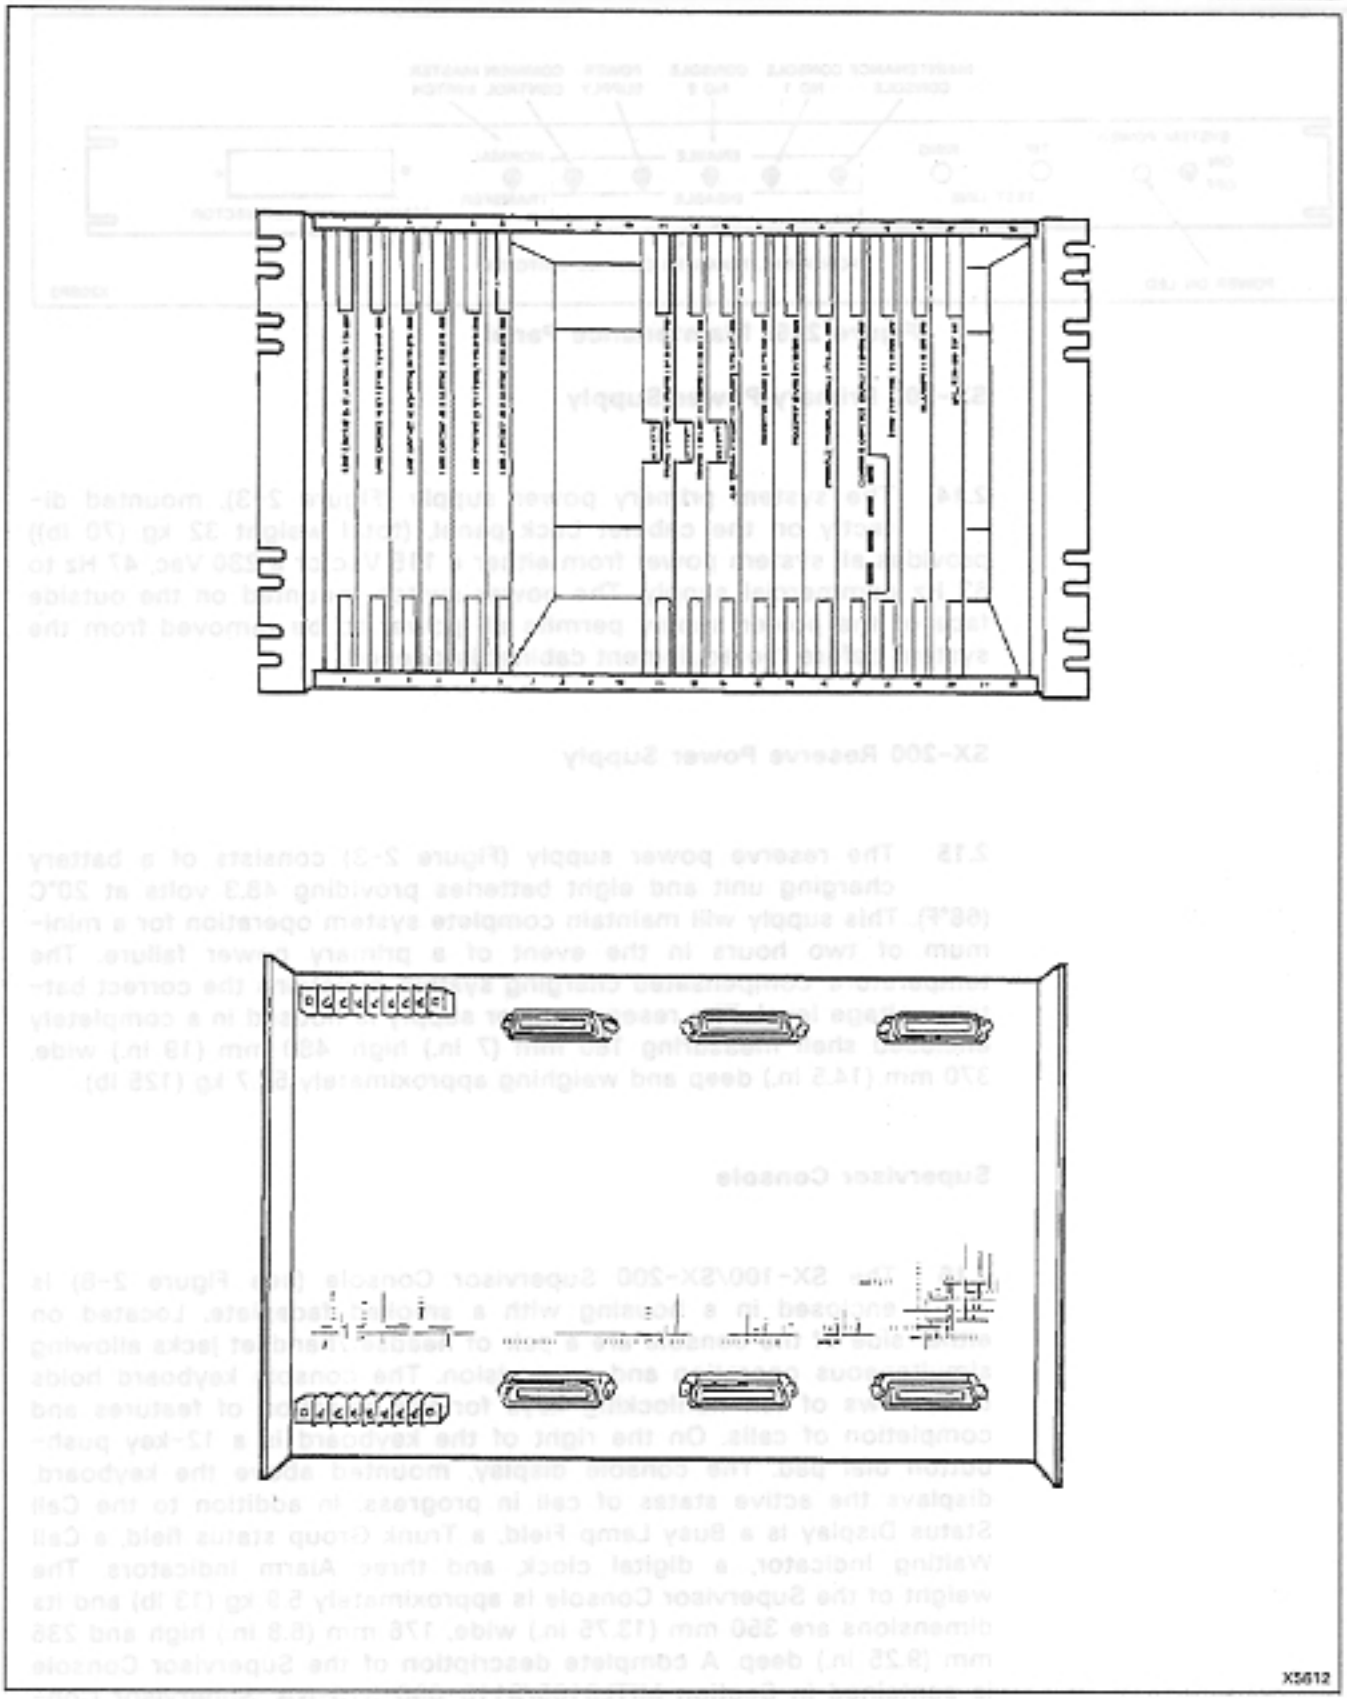

Figure 2-6 Equipment Shelf
2.10 The equipment shelf (Figure 2-6) holds up to 22 printed circuit cards which plug into the shelf backplane. On the rear of the backplane are a number of connectors providing interconnections between the shelf and external equipment. In addition to these connectors are a number of screw-down terminals allowing shelf connection to the primary power supply unit. The equipment shelf measures 273 mm (10.75 in.) high, 480 mm (19 in.) wide, 415 mm (16.375 in.) deep and weighs approximately 12.2 kg (27 lb) fully equipped.